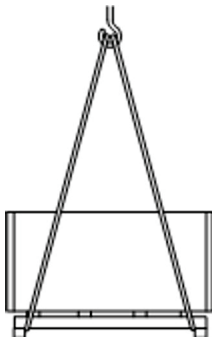

Abb. 19: Transport mit dem Kran
1. ▸ Seile, Gurte oder Mehrpunktgehänge entsprechend (Abb. 19) an der Palette anschlagen.